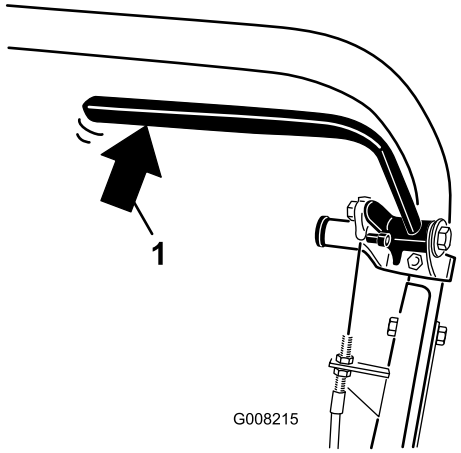

**Figura 35**
2. Utilizando uma balança de mola, pressione para trás na alavanca do travão de serviço (Figura 35). O travão de estacionamento deve libertar-se quando se atinge uma força de 13,5 a 18 kg. Se o travão de estacionamento se libertar antes de atingir 13,5 a 18 kg de força, é necessário um ajuste do cabo do travão. Proceda para o passo 3.